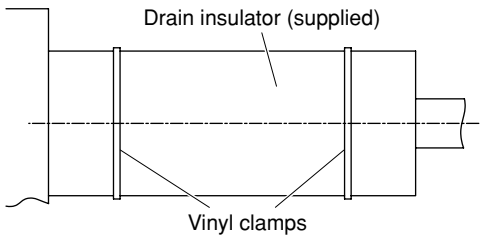

**Fig. 3-7**
(2) After checking the drainage, wrap the supplied packing and drain pipe insulator around the pipe. (Fig. 3-7)